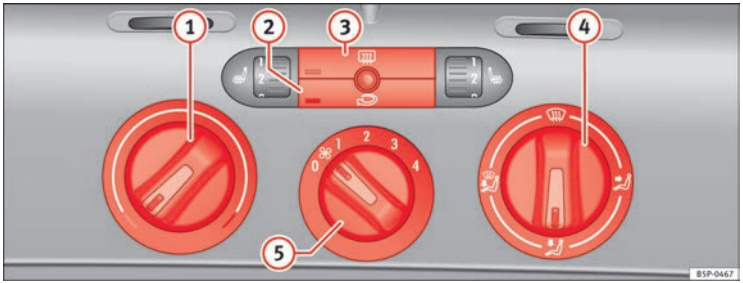

Fig. 125 Heating controls on the dash panel
– Use the knobs ⇒ Fig. 125 (1) and (4) and control (5) to set the temperature, air distribution and blower speed.
– To switch a function on or off, press the appropriate button (2) or (3). When the function is activated, the display window in the lower left of the button is lit.